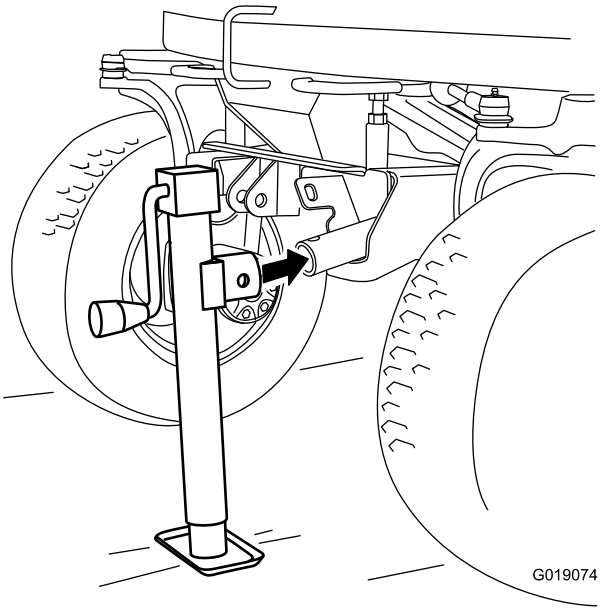

Figur 6
2. Monter jekknavet over jekkbrakettnavet (Figur 6).